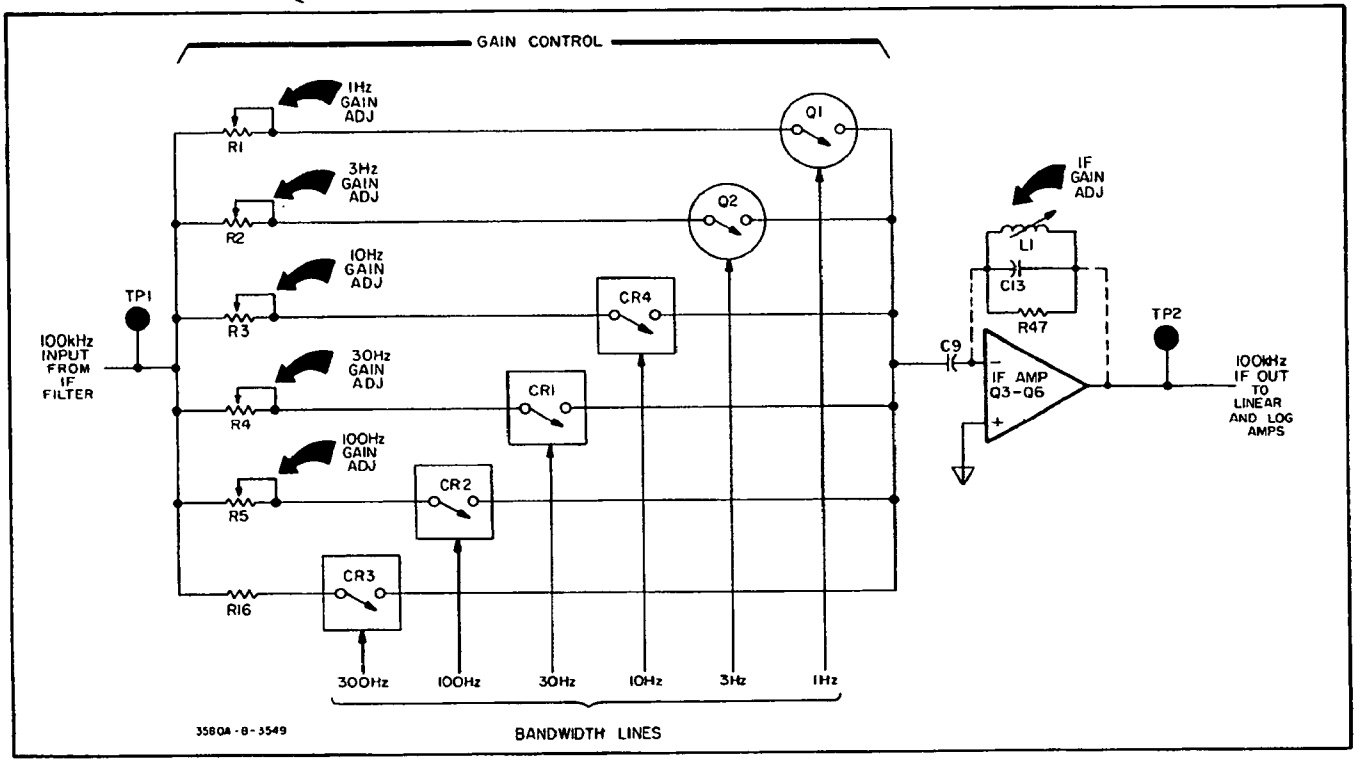

**Figure 4-4. IF Amplifier.**
**4-56. IF Amplifier.** The IF Amplifier section (Figure 4-4) consists of a Gain Control circuit and an LCR-tuned IF Amplifier.